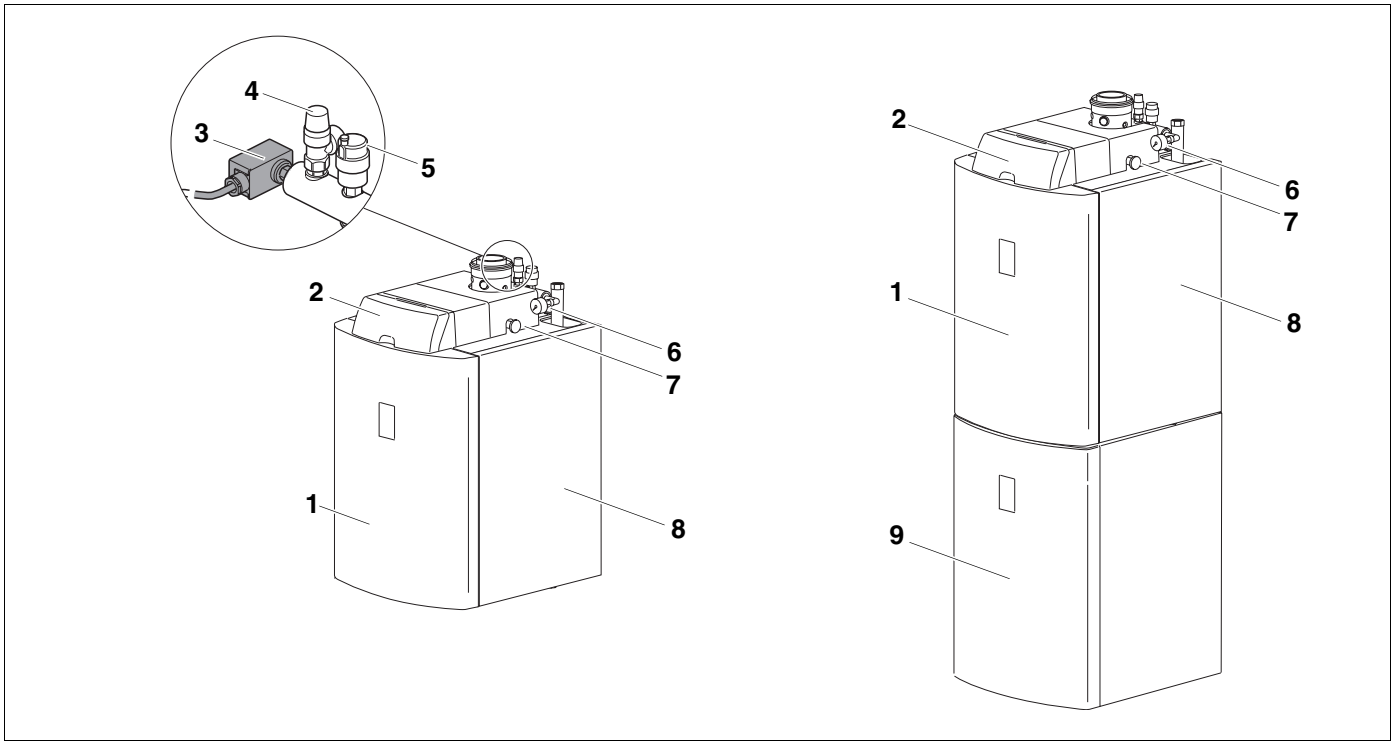

Bild 1 Logano SB105(T); links Öl-Kompakt-Heizkessel, rechts Wärmezentrale
Die Öl-Kompakt-Heizkessel Logano SB105 - 19 und Logano SB105 - 27 (Bild 1, links) werden werkseitig mit Brenner, Regelgerät und verschiedenen Zusatzkomponenten montiert.
Die Öl-Kompakt-Heizkessel Logano SB105T - 19 und Logano SB105T - 27 (Bild 1, rechts) bestehen aus dem jeweiligen Öl-Kompakt-Heizkessel, mit einem Warmwasserspeicher Logalux S135. Die Einheit (Wärmezentrale) ist ebenfalls komplett montiert, inklusive Kessel-Speicher-Verbindungsleitung.
– Verkleidung (Bild 1, **Pos. 8**, Seite 9) und Verkleidungsvorderwand (Bild 1, **Pos. 1**, Seite 9). Die Verkleidung und die Verkleidungsvorderwand verringern den Energieverlust.
– Integrierter Warmwasserspeicher Logalux S135 (Bild 1, **Pos. 9**, Seite 9) bei Logano SB105T mit Wärmeschutz aus FCKW-freiem Polyurethan-Hartschaum. Der Warmwasserspeicher ist mit einem Wärmetauscher ausgestattet. Der Wärmetauscher überträgt die Wärme aus dem Heizungswasser an das Trinkwasser. Der Speicherinhalt wird gleichmäßig erwärmt.
Druckschalter (Bild 1, **Pos. 3**, Seite 9),
Sicherheitsventil (Bild 1, **Pos. 4**, Seite 9),
automatischer Entlüfter (Bild 1, **Pos. 5**, Seite 9),
Manometer (Bild 1, **Pos. 6**, Seite 9),
Ölabsperrhahn (Bild 1, **Pos. 7**, Seite 9).